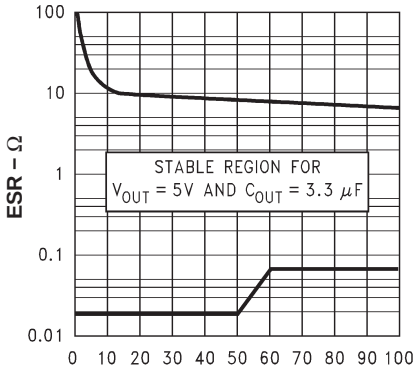
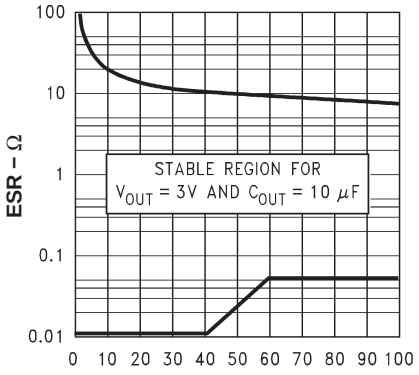

Figure 2. 5-V/3.3-µF ESR Curves
Figure 5. 3-V/10-µF ESR Curves
As a PNP regulator, the LP2981 requires the output capacitor to meet both a minimum capacitance and ESR value. Required ESR values as a function of load current are provided for various output voltages, load currents, and capacitances (see Figure 2 through Figure 5).
- ESR range: see Figure 2 through Figure 5